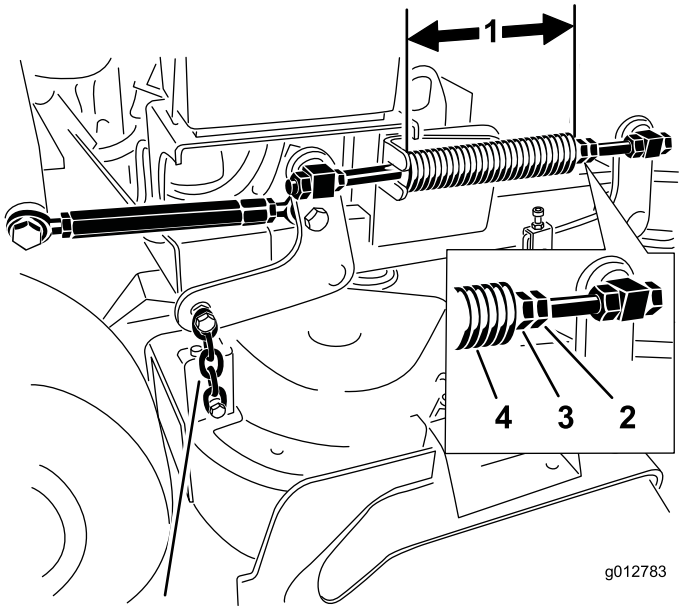

Figura 89
2. Verificate la lunghezza della molla di compressione. La lunghezza nominale è di 28,2 cm per piatti di taglio da 91 cm, e di 25,7 cm per piatti di taglio da 102 cm (Figura 89).
3. Regolate questa distanza allentando il controdado per molla e girando il dado davanti ad ogni molla (Figura 89).
4. Bloccate il dado serrando il controdado della molla (Figura 89).